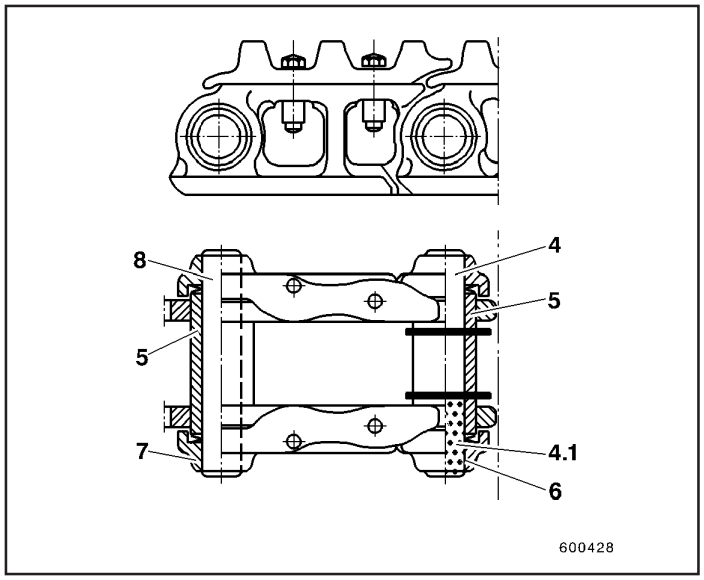

Fig.6
Remoção (Fig.6)
- Insira 2 pinos mestres (4, 8, Fig. 6)